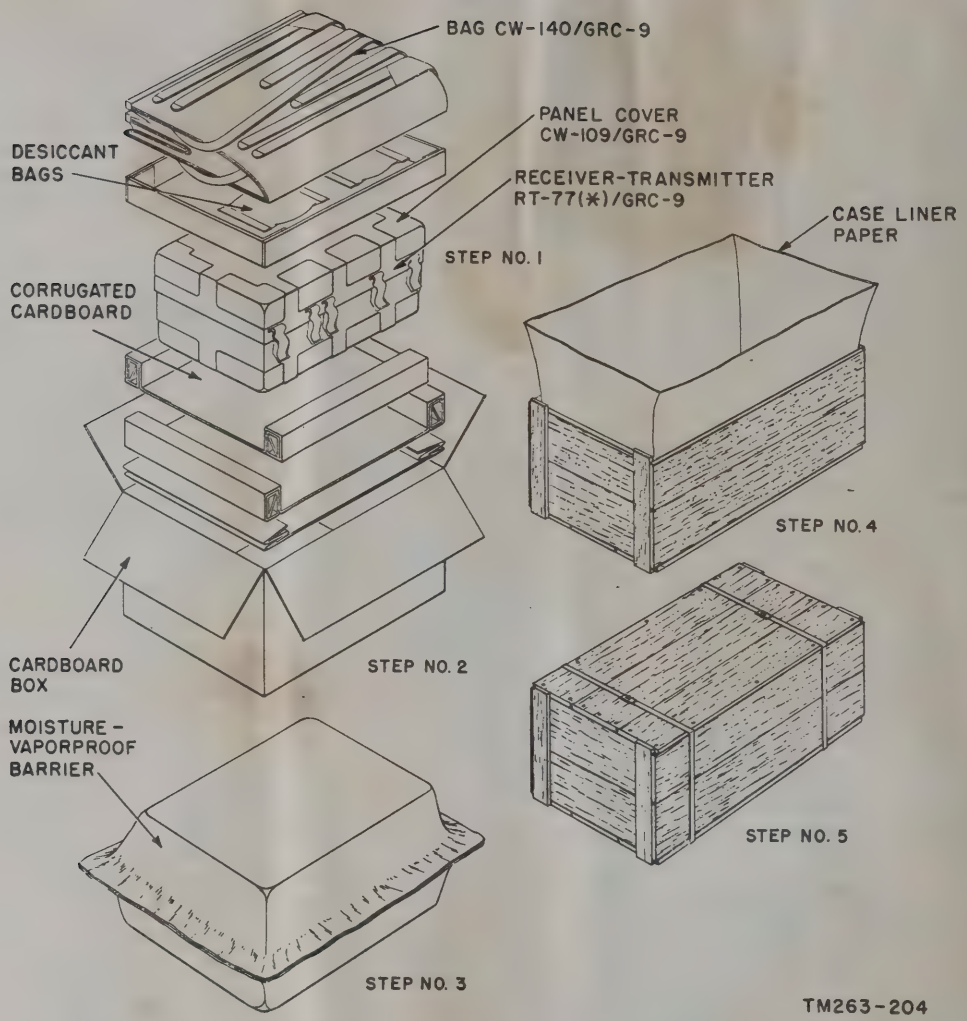

Figure 17. Method of packaging receiver-transmitter section.
a. Packaging Data. When packaged for shipment, the components of Radio Set AN/GRC–9(*) are placed in moistureproof containers and packed in three wooden crates. A packing slip contained in a moistureproof inclosure is stapled to crate No. 1 and lists the contents for each of the three crates. The method of packing a typical component is shown in figure 17. The size, volume, weight, and contents of each crate are given in the following chart.